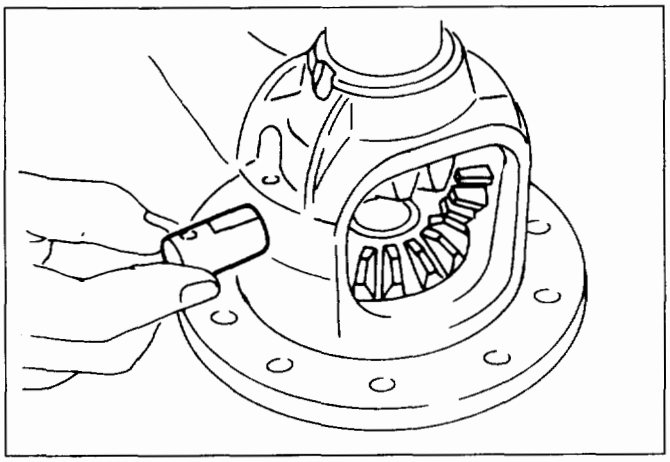

Fig. 4B-62
2) Adjust the backlash between the side gear and the pinion gear (Fig. 4B-63).